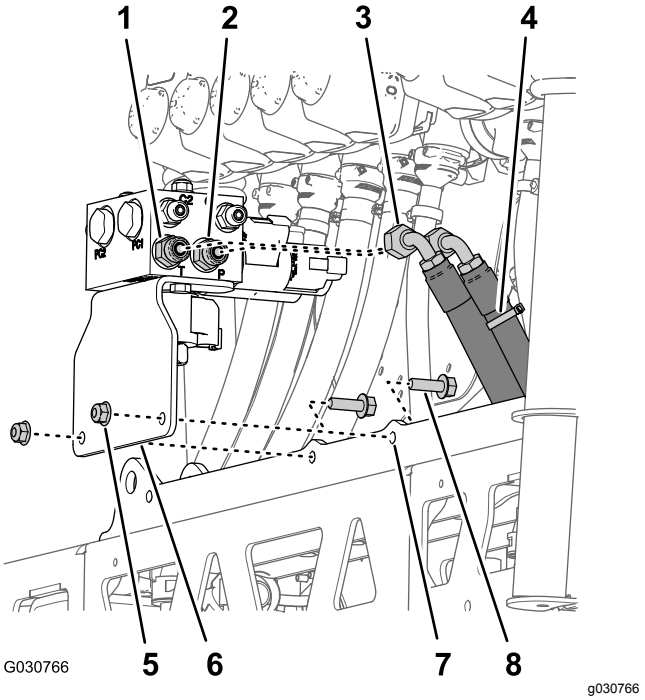

Figur 127
1. Ret hullerne i støttebeslaget til bomløftens manifold, som du fjernede i trin 3 i Fjernelse af løftecylindermanifolden og støttebeslaget (side 36), ind efter cylinderbeslaget på den nye midterbomsektion (Figur 127).
2. Monter støttebeslaget på cylinderbeslaget (Figur 127) med de 2 flangehovedbolte (5/16" x 1") og flangelåsemøtrikker (5/16"), som du afmonterede i trin 3 i Fjernelse af løftecylindermanifolden og støttebeslaget (side 36).
4. Sæt hydrauliktrykslangen (markeret med et kabelbånd) i port P på bomløftemanifolden (Figur 127).
5. Sæt hydraulik-returslangen i port T på bomløftemanifolden.Figur 127